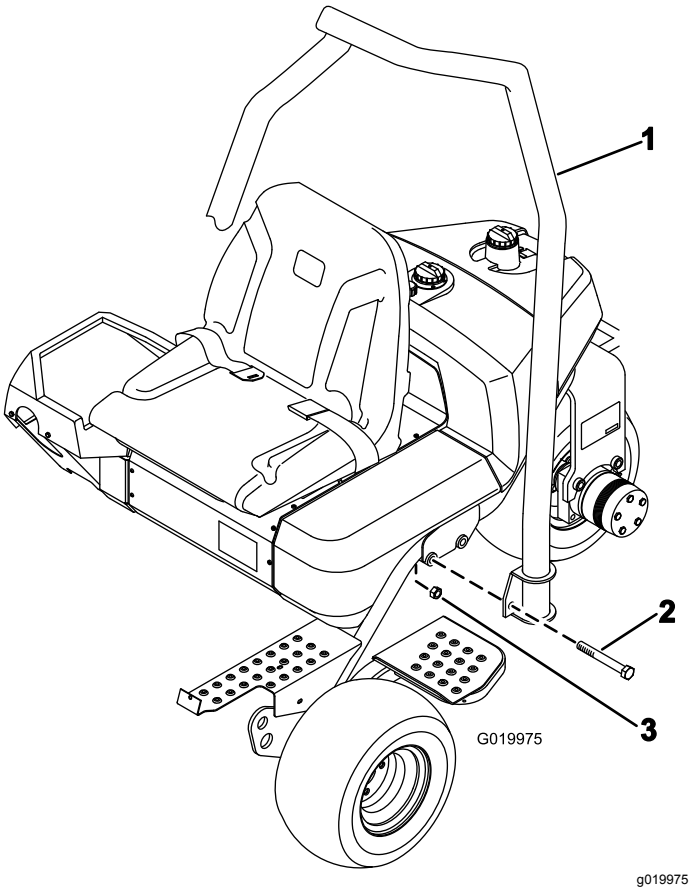

Figur 7
1. Anbring styrtbøjlen således, at rørets top er buet mod maskinens front (Figur 7).
2. Sænk styrtbøjlen ned på stellet, således at den flugter med monteringshullerne (Figur 7).
3. Fastgør hver side af styrtbøjlen til stellet med 2 bolte (5/8" x 4½") og låsemøtrikker som vist i Figur 7.